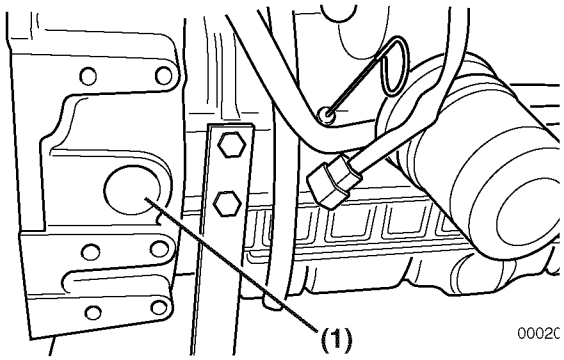

Figure 7-42
6. Using a wrench on the crankshaft pulley bolt, rotate the crankshaft in a clockwise direction while looking through the flywheel inspection port **(Figure 7-42, (1))**. Rotate the crankshaft until the injection timing marks on the flywheel are visible.